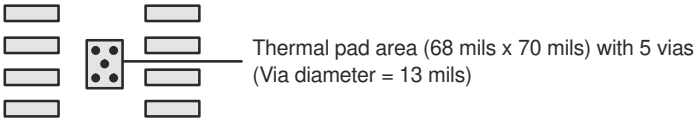

图 7-10. PowerPAD™ PCB 蚀刻和过孔样式
1. 用顶面蚀刻方式准备 PCB，如图 7-10 所示。必须对引线进行蚀刻，还要对散热焊盘进行蚀刻。